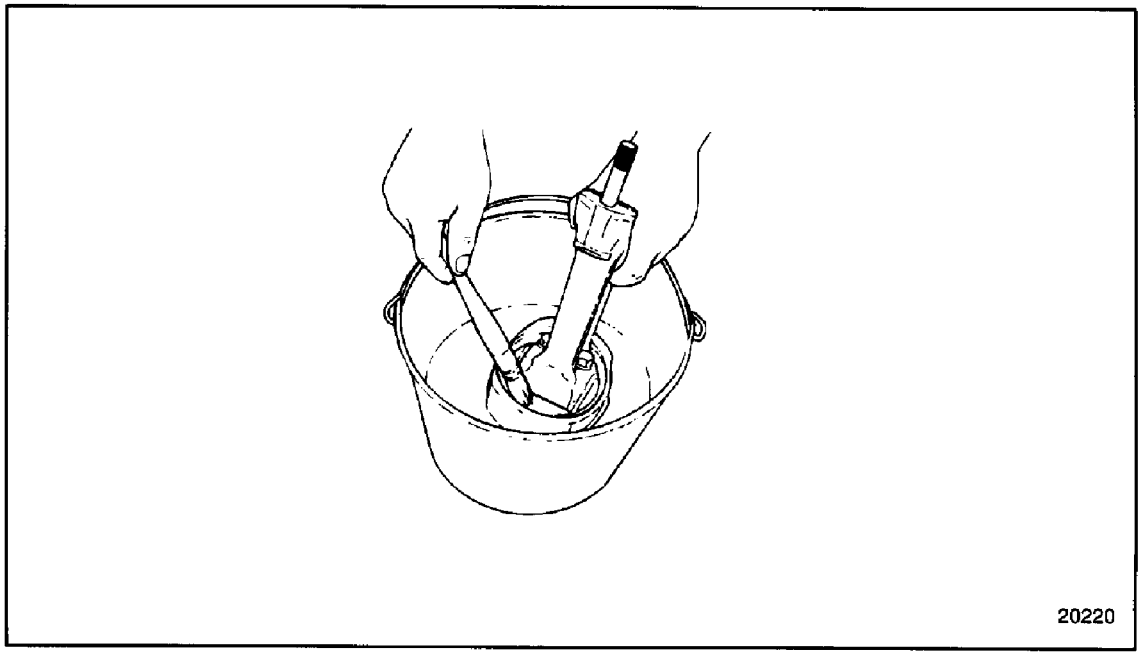

Figure 1-303 Piston and Connecting Rod Assembly Lubrication
3. Place the piston and connecting rod assembly into pan, with the dome of the piston on the bottom of the pan. See Figure 1-303.